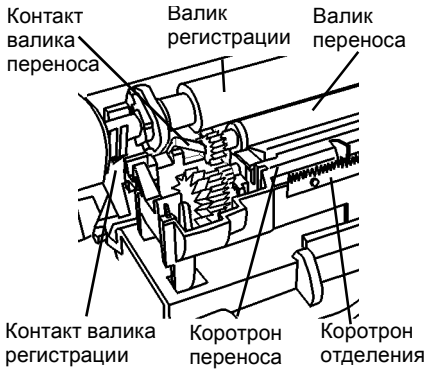

Рисунок 7 Контакт валика переноса
- Почистите коротрон переноса/отделения (Рисунок 7).
- Протрите проволоку коротрона хлопчатобумажным тампоном, смоченным растворителем пленки или растворителем общего назначения (Рисунок 7).
- Проверьте, не осталось ли на коротроне ворсинок (Рисунок 7).
- Почистите коротрон отделения сухой кистью (Рисунок 7).
- Протрите контакты на переднем торце коротрона переноса/ отделения безворсовой тканью (Рисунок 7).
- Проверьте, что контакт на заднем конце валика переноса (Рисунок 7) плотно прижат к валику переноса. Почистите контакт, протянув через него один слой безворсовой ткани, смоченной растворителем пленки или очистителем.
- Снимите копи-картридж (REP 9.1). Проверьте, нет ли на поверхности барабана линий (штрихов). Сотрите их безворсовой тканью (Рисунок 7).